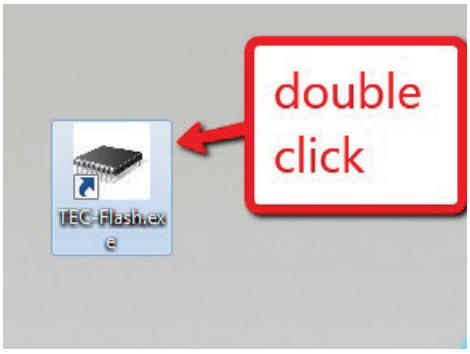

Figure 7 TEC-Flash.exe Icon
7. Open the TEC-Flash.exe program. See Figure 7.